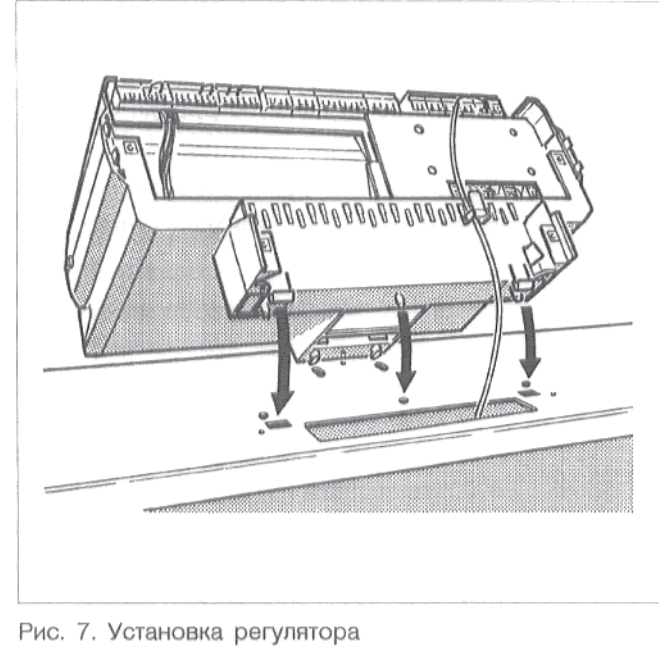

Рис. 7. Установка регулятора
- Насадить регулятор на передний колпак котла так, чтобы вставные крючки на нижней части регулятора вошли спереди в овальные отверстия (рис. 7).
Вставить капиллярные трубки датчиков температуры и, при "Ecomatic"-регулировании, трубопровод датчика температуры котельной воды, через отверстие в переднем колпаке котла (рис. 7).
- Тянуть регулятор в направлении вперед, и давить его при этом вниз, до тех пор, пока эластичные крючки не войдут в отверстия сзади (рис. 7).